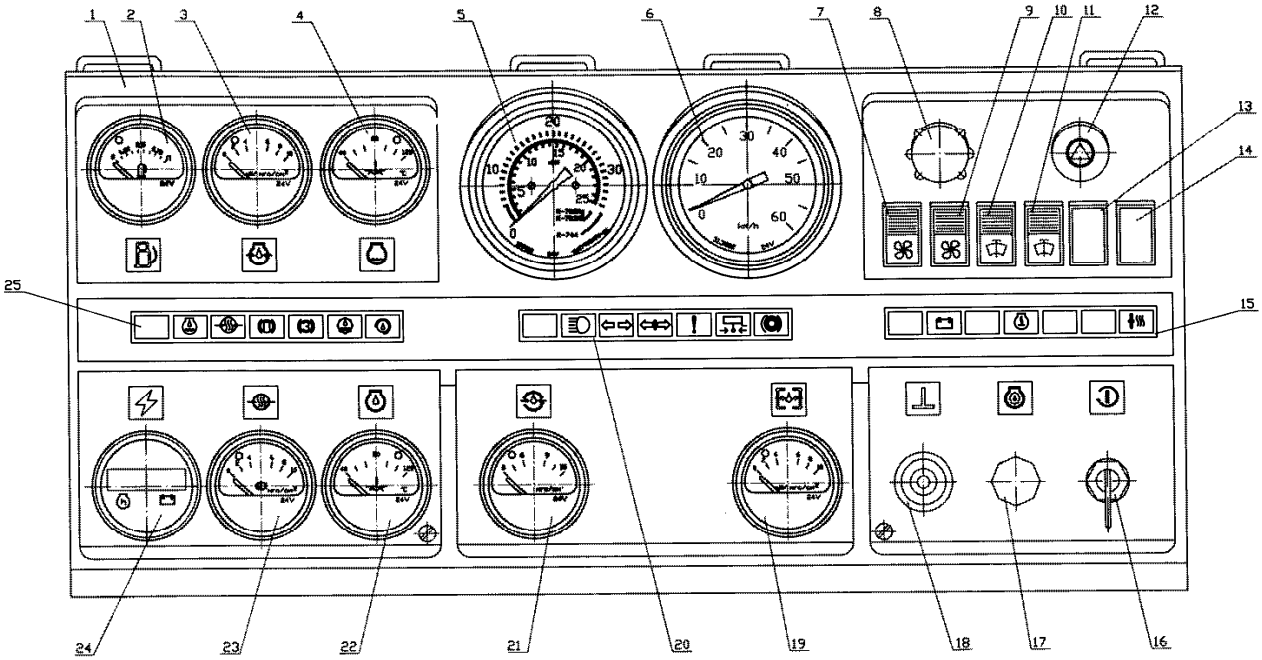

Рис. 16 Щиток приборов
– включить подсветку приборов на щитке выключателем 8 (рис. 16);